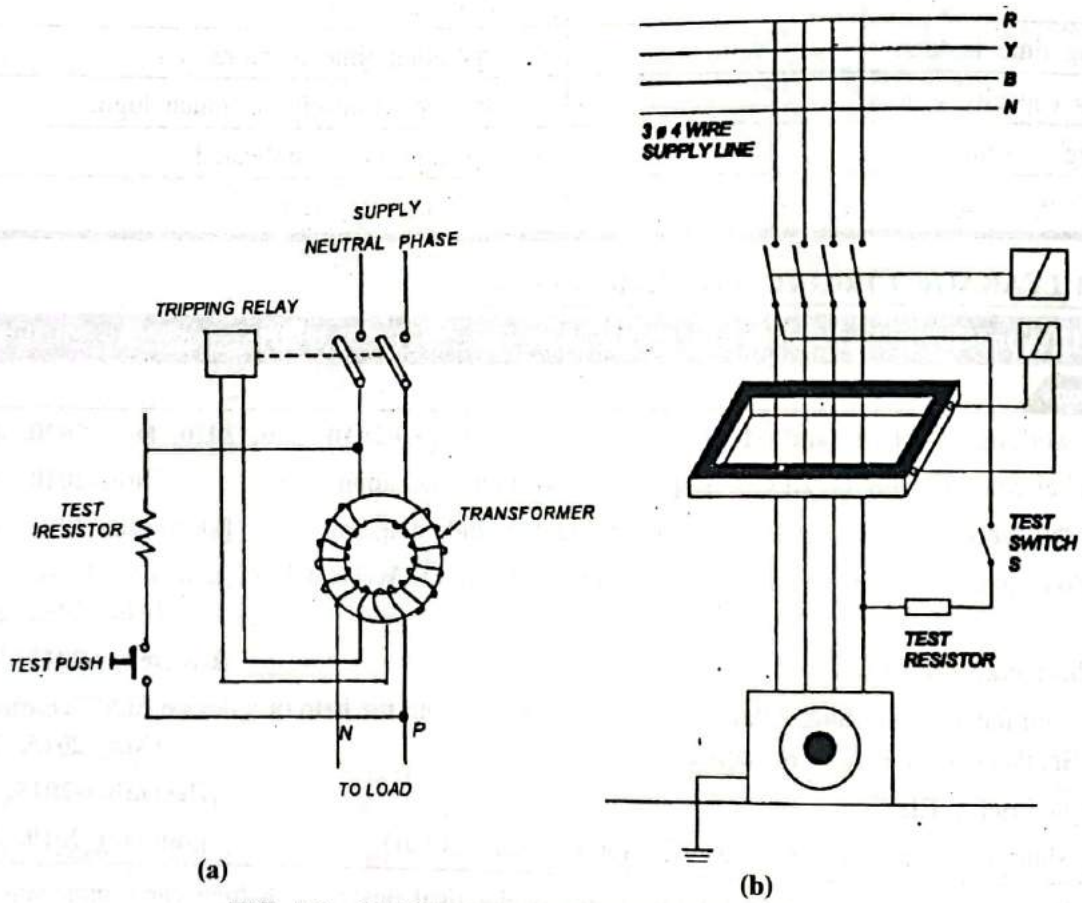

FIG. 5.6 : EARTH LEAKAGE CIRCUIT BREAKER
Consider a single–phase circuit. The two supply wires i.e. phase and neutral are fed through separate winding of a current transformer as shown in Fig. 5.6(a).
- For a 3–phase circuit, the connection is shown in Fig. 5.6(b).